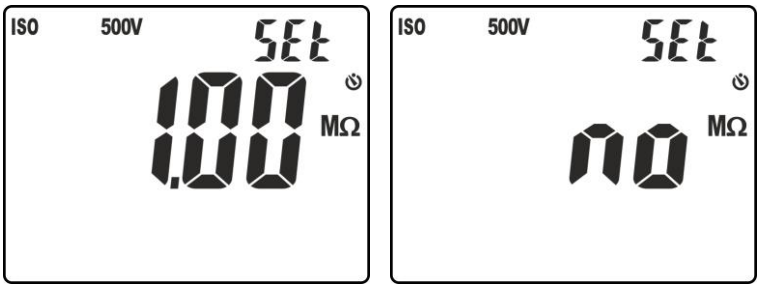

Fig. 16: Configuração do patamar limite na medição de isolamento
5. Premir os botões ▼/💡 ou ▲**/ZERO** para selecionar o valor entre as opções: **0.10MΩ, 0.230MΩ, 0.50MΩ, 1.00MΩ, 100MΩ, não (no)**. A opção "**no**" indica a não configuração do patamar (ver Fig. 16)
4. Premir e manter pressionado o botão **VTEST/LIM** (>2s) para configurar o patamar limite **mínimo** na medição. O símbolo “Set” fica intermitente no display. Premir os botões **▼/**💡 ou **▲/ZERO** para selecionar o valor entre as opções: **0.10MΩ, 0.230MΩ, 0.50MΩ, 1.00MΩ, 100MΩ, não (no)**. A opção “**no**” indica a não configuração do patamar (ver Fig. 16)
4. Premir e manter pressionado o botão **VTEST/LIM** (>2s) para configurar o patamar limite **mínimo** na medição. O símbolo “Set” fica intermitente no display. Premir os botões **▼/** ou **▲/ZERO** para selecionar o valor entre as opções: **0.10MΩ, 0.230MΩ, 0.50MΩ, 1.00MΩ, 100MΩ, não (no)**. A opção “**no**” indica a não configuração do patamar (ver Fig. 16)